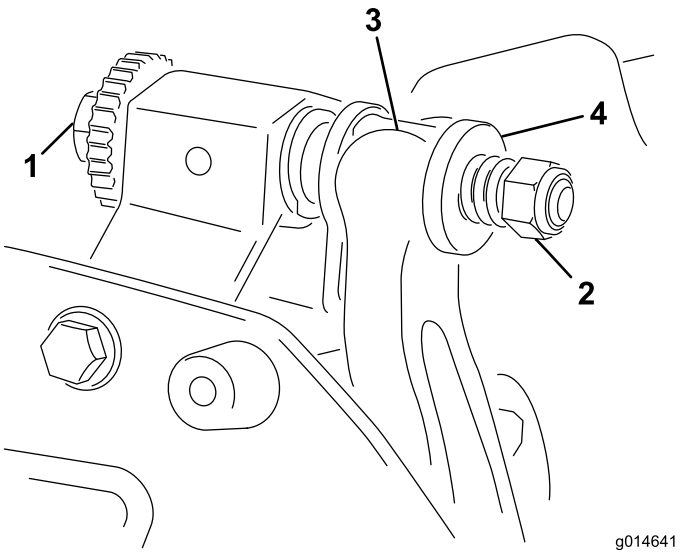

Figura 16
1. Ruotate la vite di regolazione della barra di appoggio in senso antiorario per allontanare la controlama dal cilindro (Figura 16).
2. Svitate il dado di tensionamento della molla finché la rondella non è più tesa contro la barra di appoggio (Figura 16).